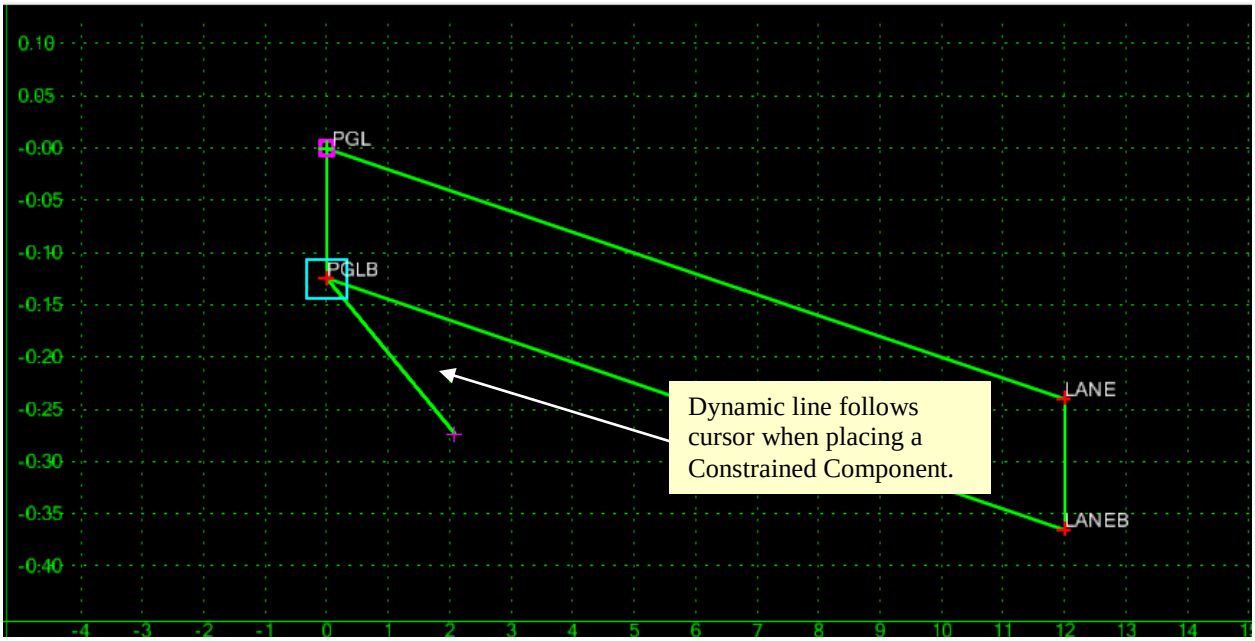

Figure L7-18 Create Template
28.	**Begin Constructing the 2" Intermediate Pavement Layer.** • In the **Create Template** Window, select **Add ► Constrained**. • Hover your cursor over the Point ***PGLB***. Notice the Red Point changes to White. This indicates this Point and its exact location will be selected if you were to Left click. • Left click on the Point ***PGLB***. Notice when you move your cursor a line is dynamically moved with the cursor as shown in *Figure L7-18*.